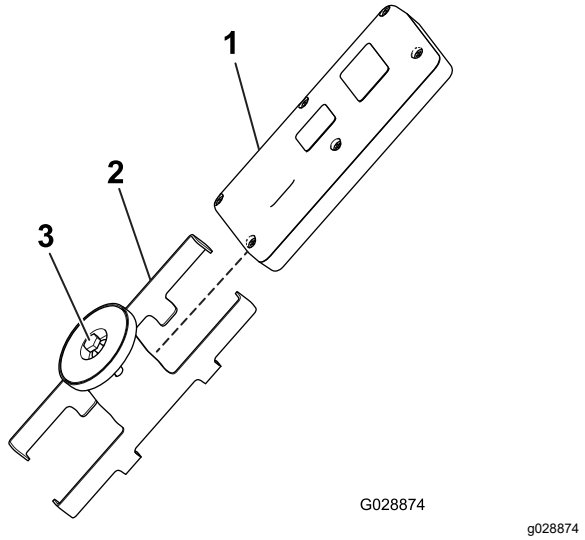

Figuur 47
1. Zet de bout in de magneet op de magnetische beugel van de afstandsbediening los (Figuur 47).
2. Schuif de kanten van de beugel uit elkaar en verwijder de afstandsbediening (Figuur 47).
8. Monteer de afstandsbediening in de magnetische beugel van de afstandsbediening, schuif de helften samen om de afstandsbediening te bevestigen en draai de bout in de magneet vast (Figuur 47).